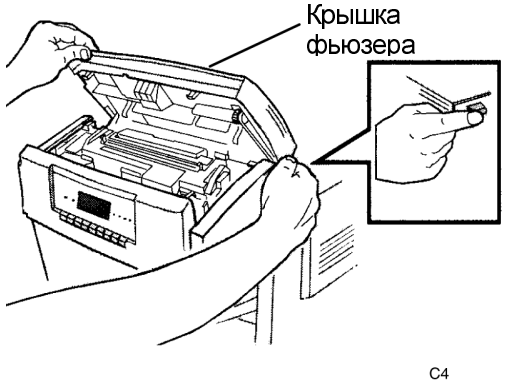

Рисунок 2. Открывание крышки фьюзера
2. (Рисунок 2): Освободите защелку и откройте крышку фьюзера.